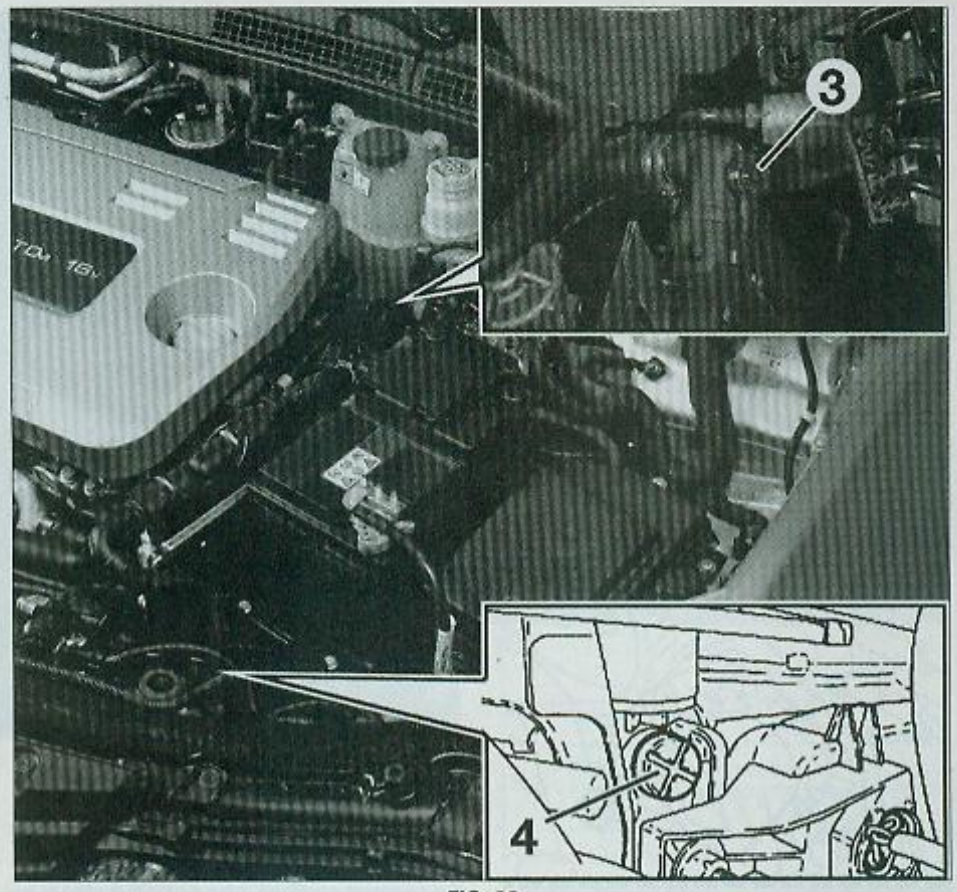

FIG. 23
- Ouvrir (Fig.23) :
- la vis de purge (3) sur la durit retour du radiateur de chauffage.
- la vis de purge (4) en haut à gauche du radiateur.